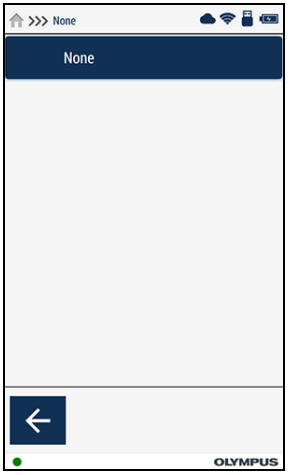

Рис. 2-66 Подтверждения выбора None (Нет)
3. Щелкните **None** на следующем экране для подтверждения выбора (см. Рис. 2-66 на стр. 75).